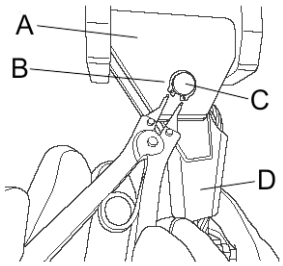

Figure 6-9
4) Remove the Snap Ring (B) from the Rope Anchorage Shaft (C) supporting the Terminal (D) of the Rope Anchorage Assembly (A) as shown in **Figure 6-9**.